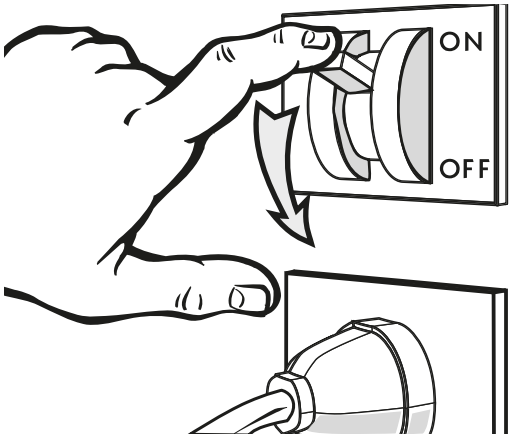

Fig. 23
- Togliere la tensione elettrica al banco tramite l'interruttore sezionatore generale a parete ("Fig. 23").